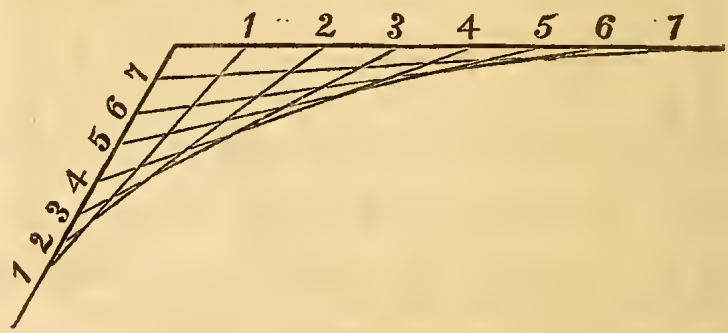

Fig. 26.
29. Fig. 26 shows the *parabolic* curve.